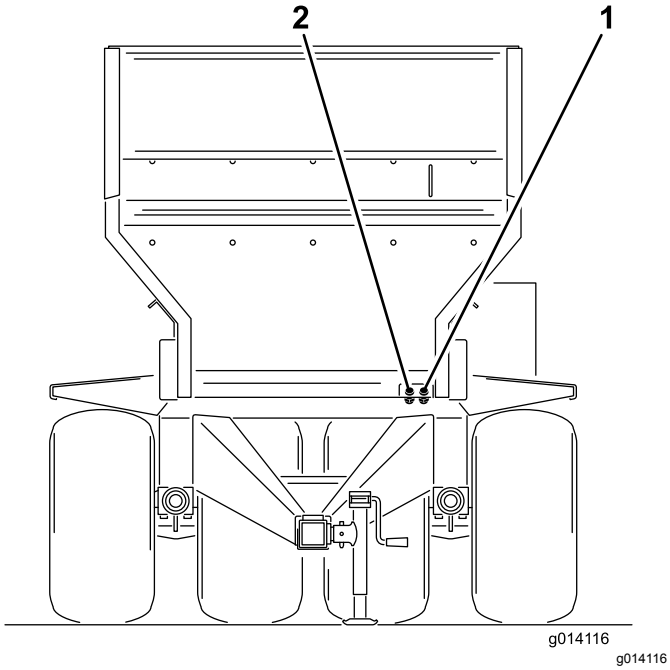

Rysunek 20
6. Podłącz 2 przewody hydrauliczne maszyny do pojazdu holowniczego. Patrząc od przodu maszyny, podłącz prawy przewód do strony ciśnienia i lewy przewód do strony powrotnej (Rysunek 20). Na przewodzie powrotnym znajduje się przepływowy jednokierunkowy zawór zwrotny. Na zaworze zwrotnym znajduje się również strzałka, która powinna wskazywać na złącze powrotne pojazdu holowniczego.